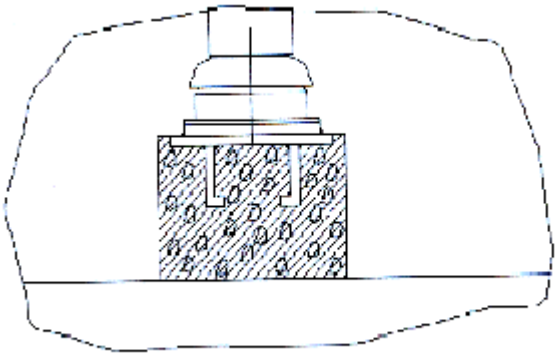

Рис. 3 Соединение нижнего основания и деталей
3. Установите машину на основание правильно. Затем проверьте. Только после того, как все будет установлено в соответствии с требованиями, виброгаситель может плотно быть приварен к частям (Смотри рис. 3)